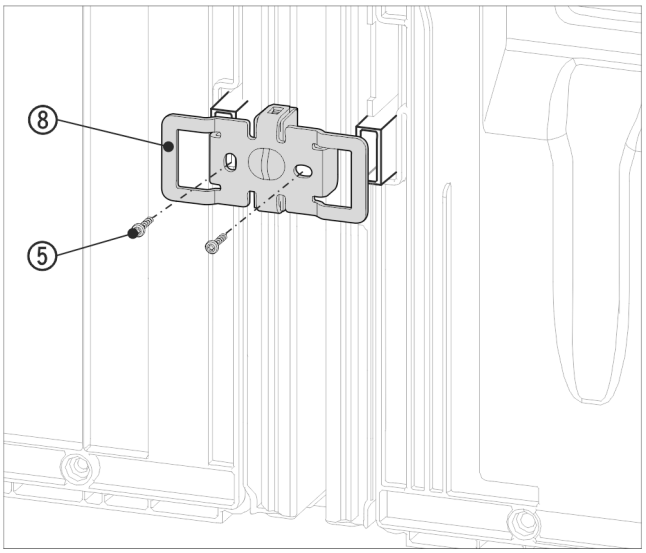

Fig. 19 Reprezentare exemplificativă
▶ Împingeți din nou vinclul *Fig. 19 (8)* cu degajările peste locașul pentru distanțierul de perete.
▶ Strângeți ferm cu 2 șuruburi *Fig. 19 (5)*.